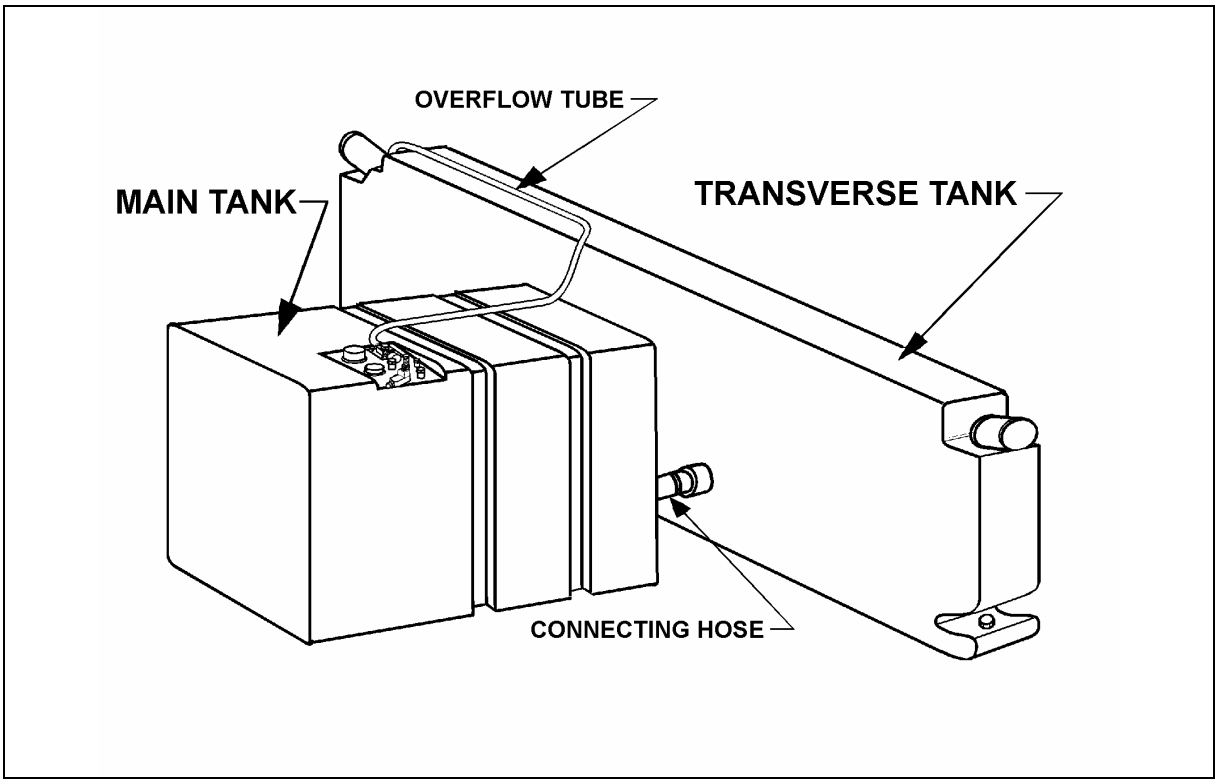

FIGURE 7: 250 US GALLONS FUEL TANKS (MAIN TANK & TRANSVERSE FUEL TANK) (MTH 40 & MTH 45E) 03029
5. Place assembly in drill hole. tighten screw by 10 complete turns. Refer to Fig. 7.